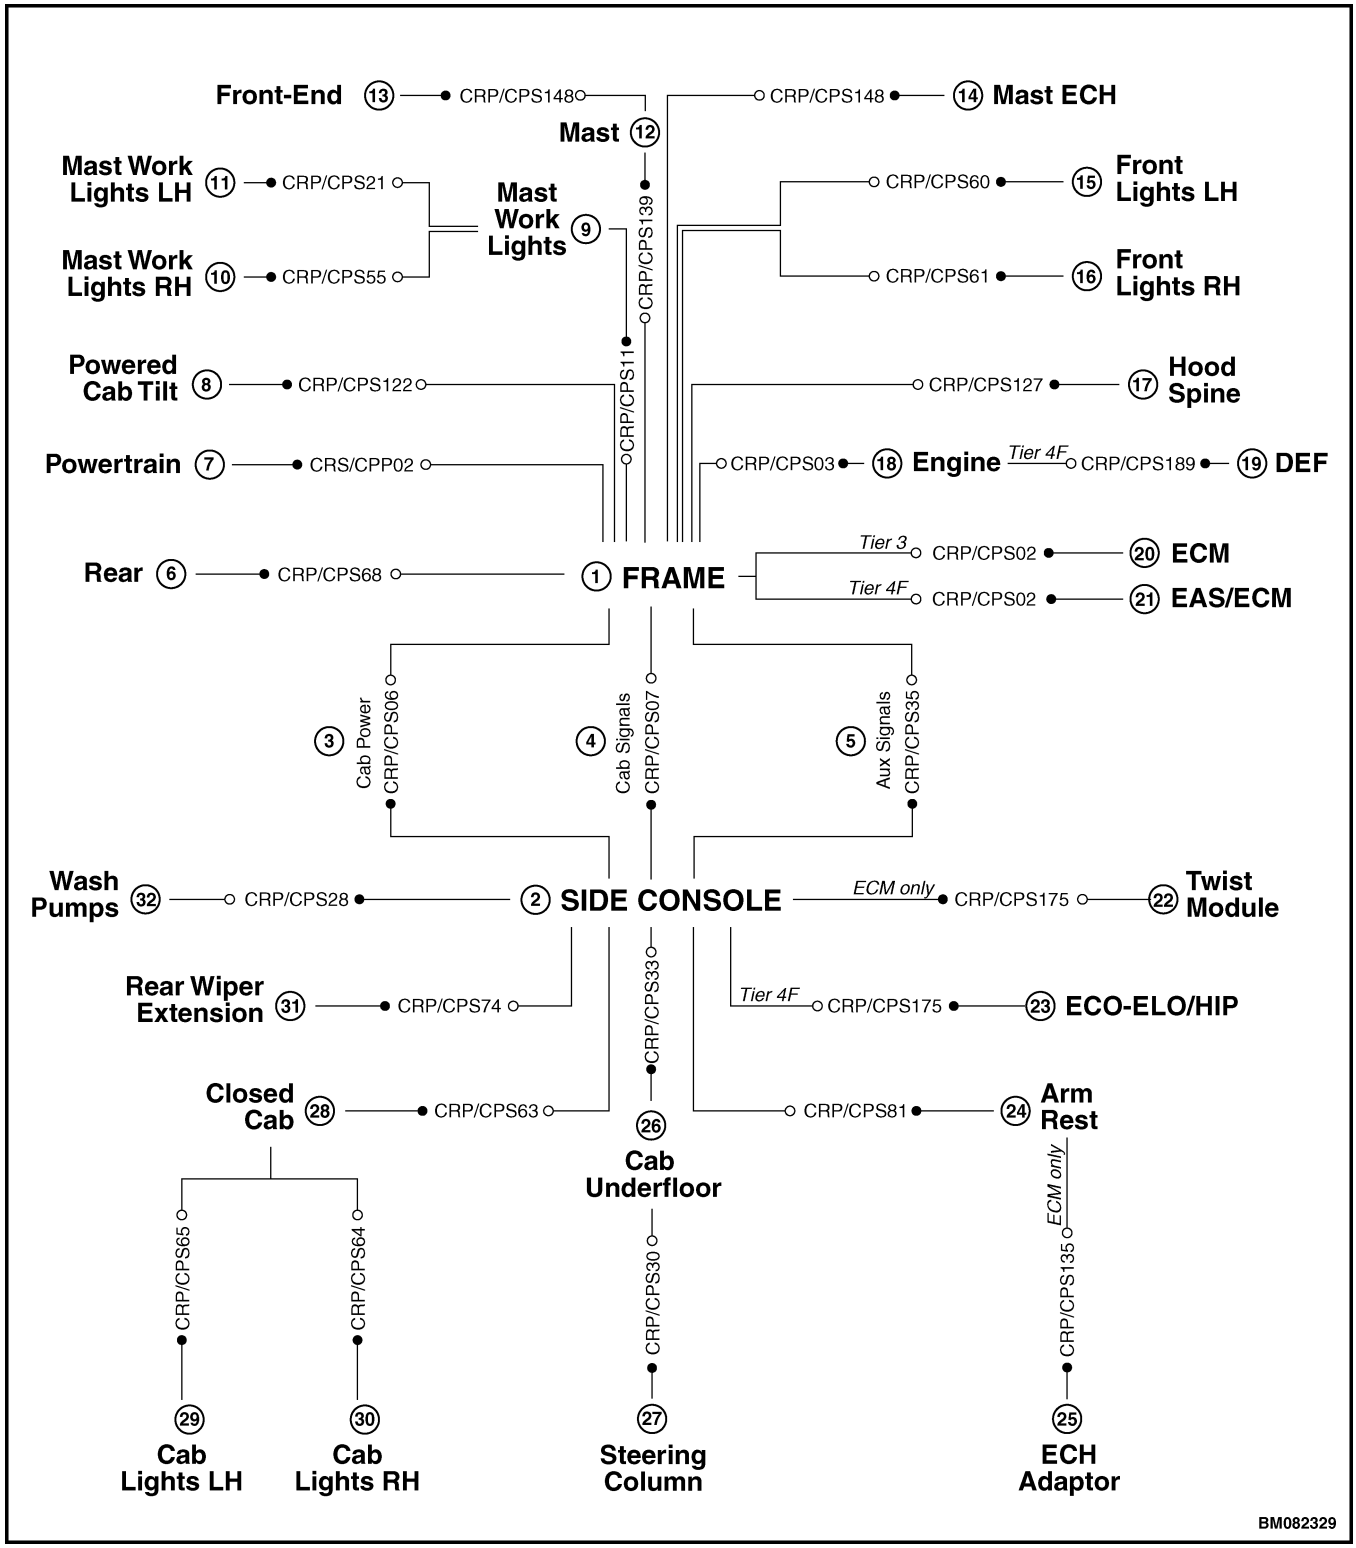

*Figure 2. Harnesses Overview*
Figure 2 provides an overview of the different harnesses that belong to the different truck options and their connector numbers.
***Legend for Figure 2***